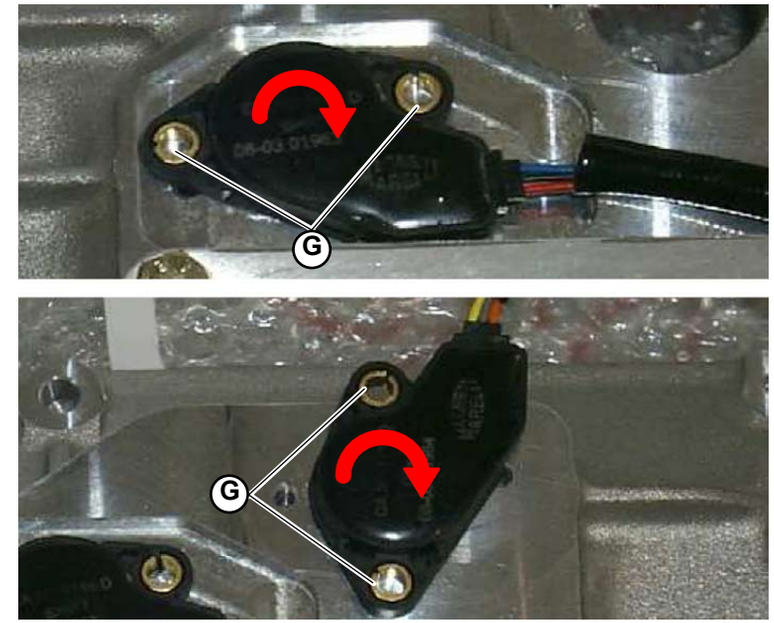

Fig.3
4. Rotate the sensor clockwise **(Fig.3)** to secure the rod, aligning the sensors with the threaded mounting holes.
5. Secure the sensors with the screws **(G-Fig.3).**